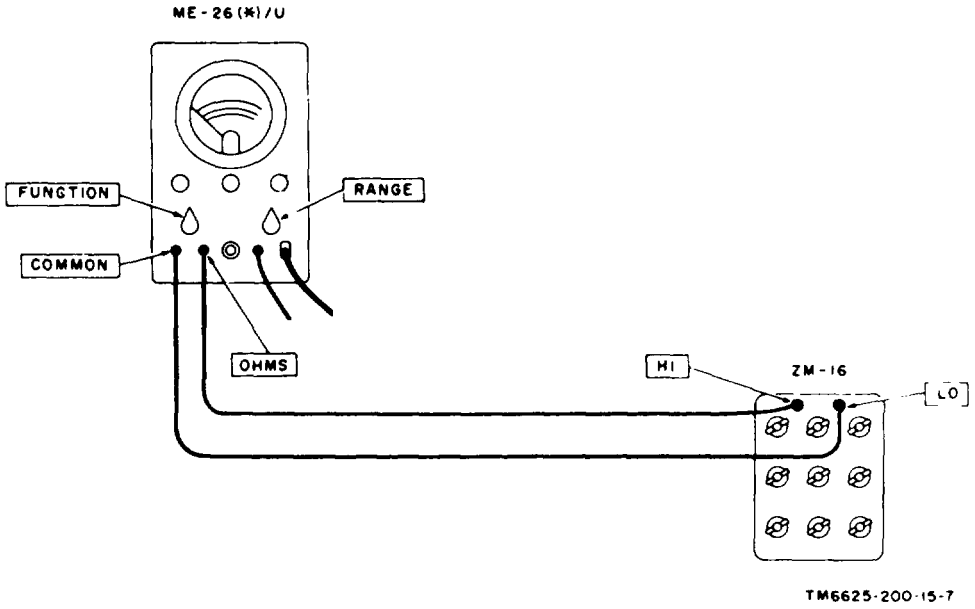

Figure 8-4. Ohms calibration test setup.
b. *Test Connections and Conditions.* Connect the equipment as shown in figure 8-4.